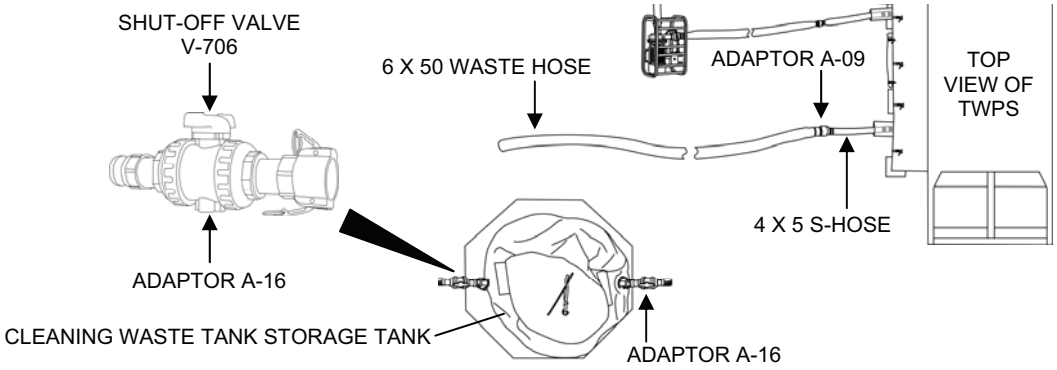

Figure 1. Cleaning Waste Storage Tank Set-Up.
1. Make sure the cleaning waste storage tank is set up as follows (Figure 1):